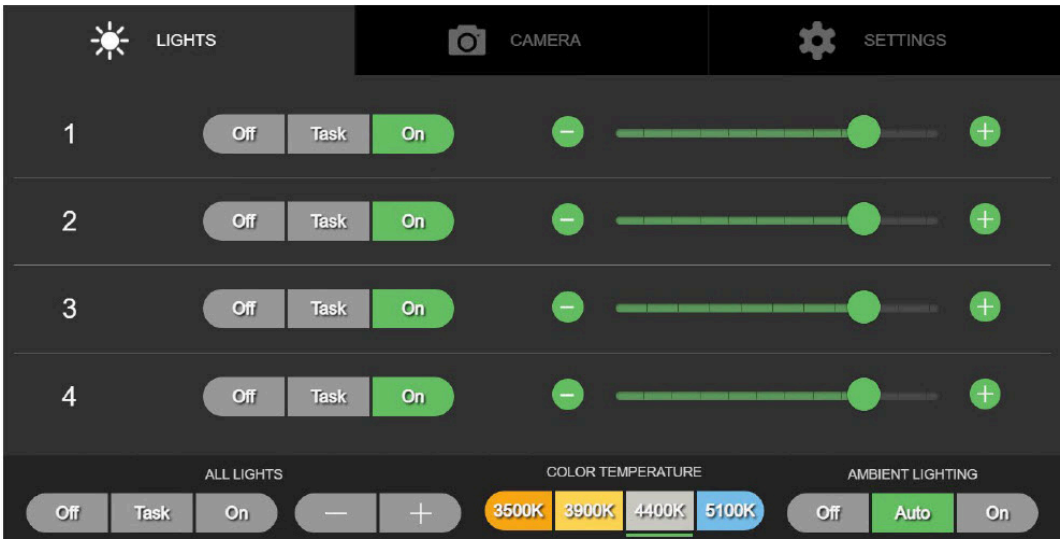

Figure 6-46. Ambient Lighting
1. Press LIGHTS on Integrated Wall Control (IWC). See *Figure 6-46*.